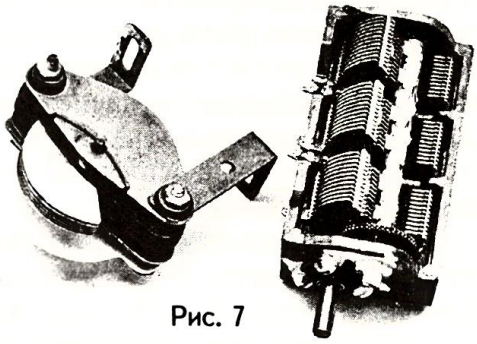

Рис. 7
1. Соберите по рис. 7 управляющую и исполнительную цепи реле.
Конденсаторы переменной емкости имеют более сложную конструкцию (рис. 7). Они состоят из двух групп металлических пластин, разделенных диэлектриком: воздухом, органической пленкой или керамикой. Одна группа пластин неподвижна. Это – статор; он жестко связан с корпусом конденсатора. Другая группа подвижных пластин образует ротор, размещенный на оси. При вращении оси подвижные пластины входят в зазор между неподвижными, и происходит их взаимное перекрытие. Максимальная емкость конденсатора достигается полным перекрытием пластин; она будет тем больше, чем больше пластин в конденсаторе и чем меньше расстояние между подвижными и неподвижными пластинами. При частичном перекрытии пластин емкость конденсатора меньше максимальной; чем меньше степень перекрытия, тем меньше и емкость.